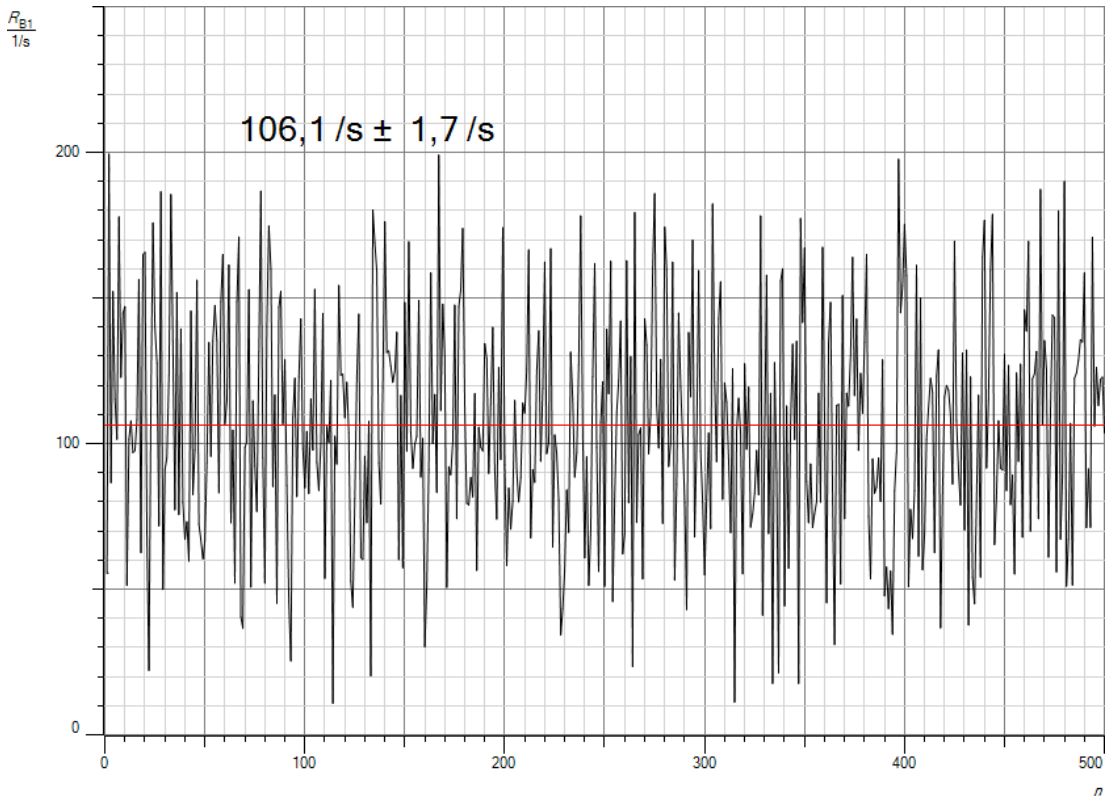

Abb.1: Radioaktivität Ra-226
d. Aus der Messkurve in Abb. 1 erhält man für den Mittelwert der Radioaktivität R_{B10} = 106,1 1/s = 106,1 Bq. Im Versuch des Kapitels Absorption ergab sich für die gleiche Quelle ein Mittelwert von R_{A10} = 112 1/s = 112 Bq. Beide Ergebnisse stimmen sehr gut überein.